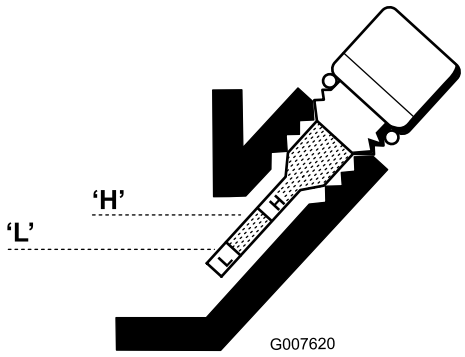

Bild 20
5. Füllen Sie bei niedrigem Ölstand so viel Öl ein, dass der Stand zwischen der H- und L-Marke an der Anzeige liegt (Bild 20). **Füllen Sie nicht zu viel ein.**